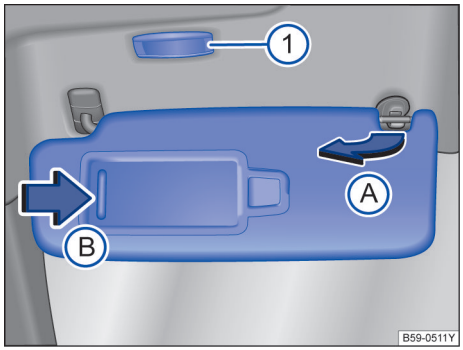

图 93 遮阳板。
– 用一只手按压旋转轴的一端，用另一只手的拇指按压卡扣的上端，并用其它的手指将遮阳板倾斜上抬，并缓缓取出，否则容易造成上方固定点的损坏 → 图 93Ⓐ。